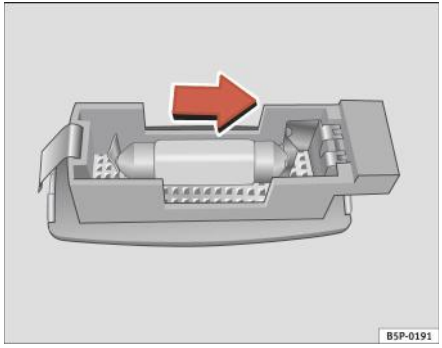

Fig. 201 Demontarea lămpii de pe parasolar
– Demontați cu grijă lampa utilizând muchia unei şurubelnițe, conform indicațiilor din figura ⇒ fig. 201.
– Demontați becul, deplasându-l în sensul săgeții şi spre exterior ⇒ fig. 201. ■